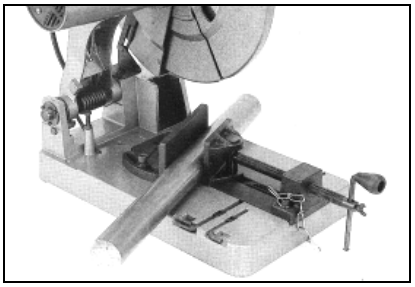

Fig 5
Le mors de serrage (F) s'adapte automatiquement à la pièce (Fig 5).